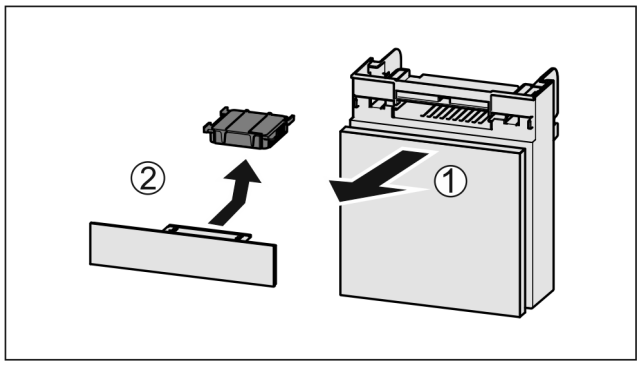

Fig. 169
▶ Lade vanaf de voorkant eruit trekken *Fig. 169 (1)*.
▶ Actiefkoolfilter verwijderen *Fig. 169 (2)*.